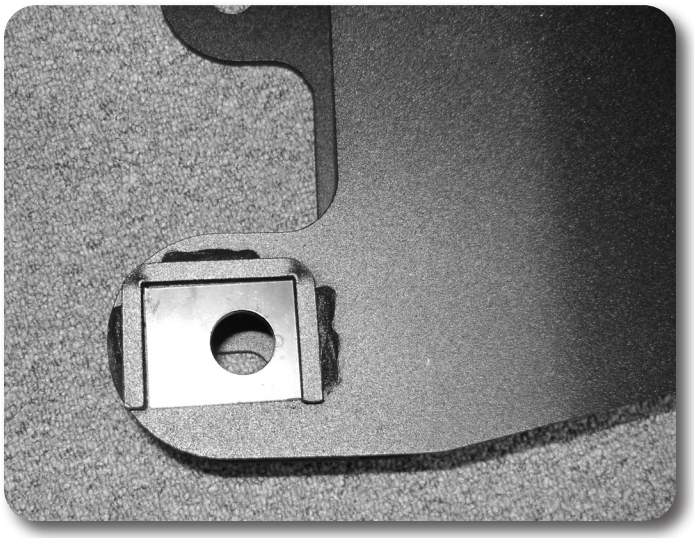

Figure 6A - 3" Lift
14. With both sides completely installed and loosely fastened, position the rectangle cam plates properly from the amount of lift on the vehicle. For lift heights of 3" or less the cam should be positioned back, so that the bolt is offset closer to the rear of the vehicle. For lift heights of 4" or more the cam should be positioned forward, so that the bolt is offset closer to the front of the vehicle. **Figure 6A/B - Cam position**